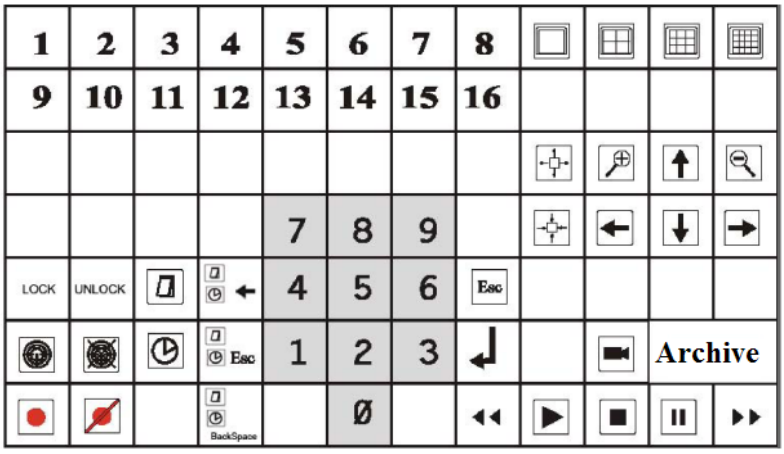

Figure 8.9-21. Special keyboard device layout with the use of standard ini-file
4. Visual form of Special keyboard device layout is given in Figure 8.9-21.